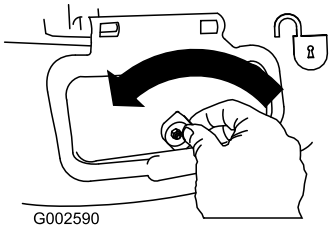

Figura 27
1. Sbloccate lo sportello di scarico laterale (Figura 27).